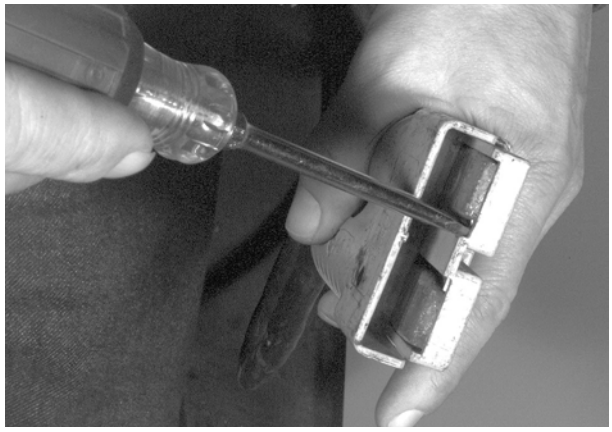

Figure 7-92: Battery Cable Removal from Connector
1. To remove a cable from the connector, you must push this retainer down while pulling the battery cable towards the rear and out of the connector. See Figure 7-92 and Figure 7-93.